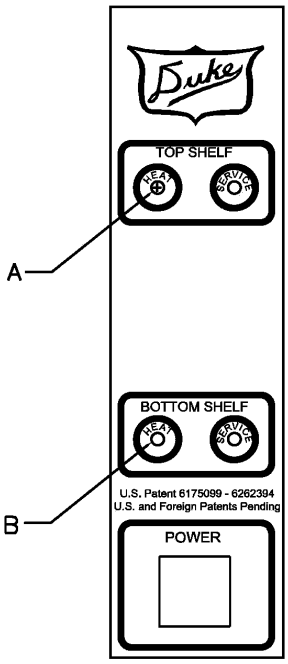

Abb. 4.2
4. Die Vorderseite der Regelung beobachten (Abb. 4.2). Die Drucktaste S1 auf der Rückseite der Regelung drücken und loslassen, sobald die gewünschte Leuchtenkombination auf der Vorderseite der Regelung blinkt. (Siehe Tabelle 1.1)